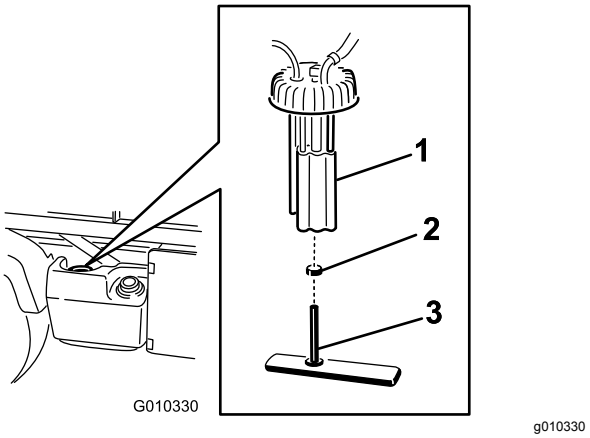

図 48
2. 燃料ポンプからワイヤハーネスのコネクタを外す図 48。
3. ホースのクランプをゆるめ、燃料ポンプキャップから燃料ラインを外す図 48。
4. 燃料タンクの上部から燃料ポンプのキャップを外す図 48。
5. タンクから、燃料ポンプアセンブリと燃料フィルタを外す図 48。
7. フィッティングからホースを取り外す図 48。